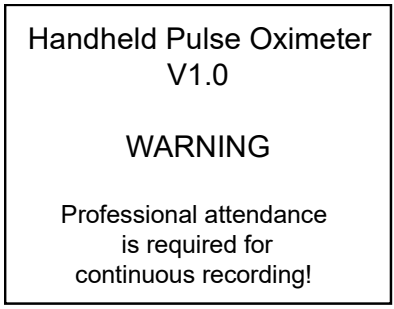

Figure 4.1
- Long pressing"  " Power/Left key for 1~2 seconds, then the oximeter will be powered on. The oximeter will do self-test and then the software version and warning message "Professional attendance is required for continuous recording!" will be shown on the screen, as shown in figure 4.1 (refer to your oximeter for actual version).